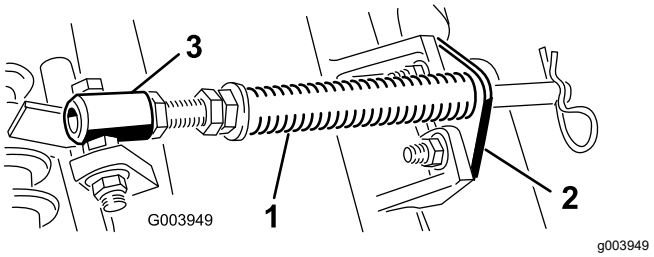

图 10
A. 拆下把杆支架固定到滚刀组凸耳上的 2 个车身螺栓和螺母图 10。
B. 拆下将弹簧管栓固定到承载架凸耳图 10上的凸缘螺母